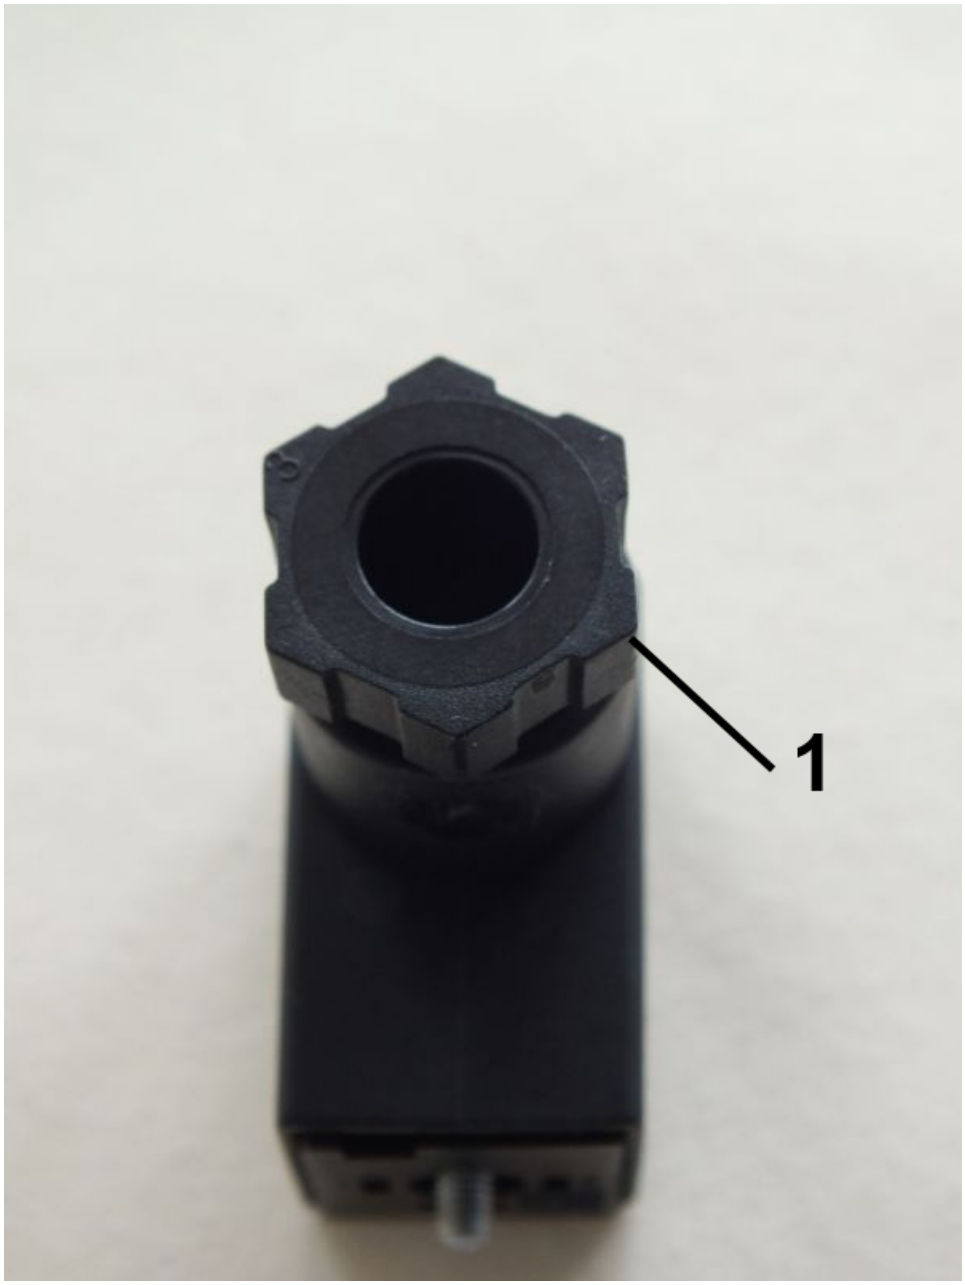

Fig. 24: Disconnect the screw connection
4. Unscrew the screw connection (*Fig. 24*/1) by turning in the left direction
8. Retighten the screw connection (*Fig. 24*/1) by turning it to the right